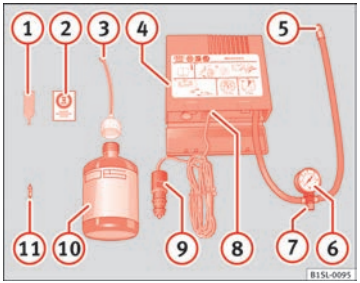

Fig. 141 Standard representation: Contents of the tire mobility set.
The tire mobility set is located underneath the floor covering in the luggage compartment. It includes the following components ⇒ fig. 141:
10. Apply the sticker ⇒ fig. 141 (2) from the tire mobility set to the dash panel where it can be seen clearly.
- Use the corresponding enclosed extractor ⇒ fig. 141 (1) to unscrew the tyre valve insert. Place the valve insert on a clean surface.
- Vigorously shake the sealant bottle ⇒ fig. 141 (10) for several seconds.
- Screw the inflator tube ⇒ fig. 141 (3) securely into the sealant bottle in a clockwise direction. The seal on the mouth of the bottle moves automatically.
- Remove the lid from the filling tube ⇒ fig. 141 (3) and screw the open end of the tube into the tyre valve.
- Screw the valve insert again with the corresponding enclosed extractor ⇒ fig. 141 (1) into the tyre valve.
- Securely screw the tyre inflator tube ⇒ fig. 141 (5) of the compressor into the tyre valve.
- Check whether the air bleed screw ⇒ fig. 141 (7) is closed. ▶
- Attach the connector ⇒ fig. 141 (9) to a 12 volt socket of the vehicle ⇒ page 117.
- Connect the air compressor with the ON/OFF switch ⇒ fig. 141 (8).
Screw the inflator tube ⇒ fig. 141 (5) again and check the pressure on the gauge (6).